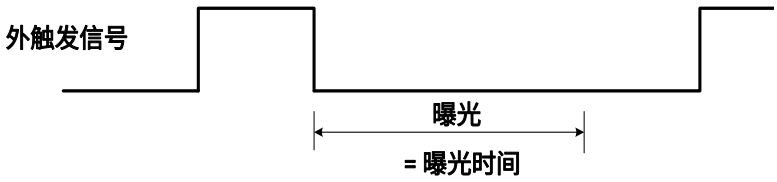

图 8-27 下降沿触发定时曝光模式时序图
- 若启用下降沿触发，曝光会在触发信号下降时开始，一直持续到曝光时间结束，如图 8-27 所示